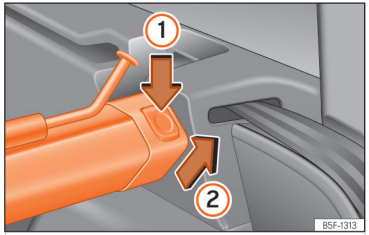

**Fig. 186** In the boot: removing the partition net.
- Press the left or right release catch ››› Fig. 186 in the direction of the arrow ①.
- Remove the casing from the support in the direction of the arrow ››› Fig. 186 ②.
- Press the casing into the left and right supports in the opposite direction to the arrow ››› Fig. 186 ② until it engages. The red markings on the release buttons should no longer be visible.